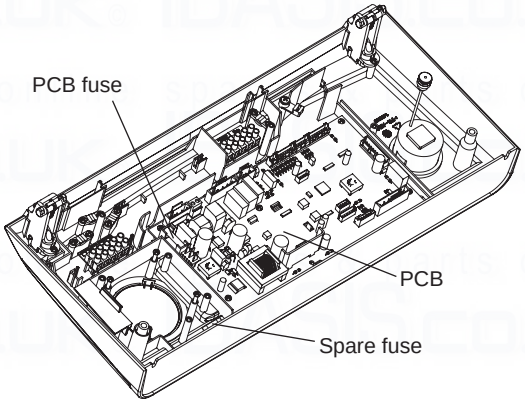

Fig. 7.2
7.11 FUSE - Fig. 7.2
7.12 PCB - Fig. 7.2